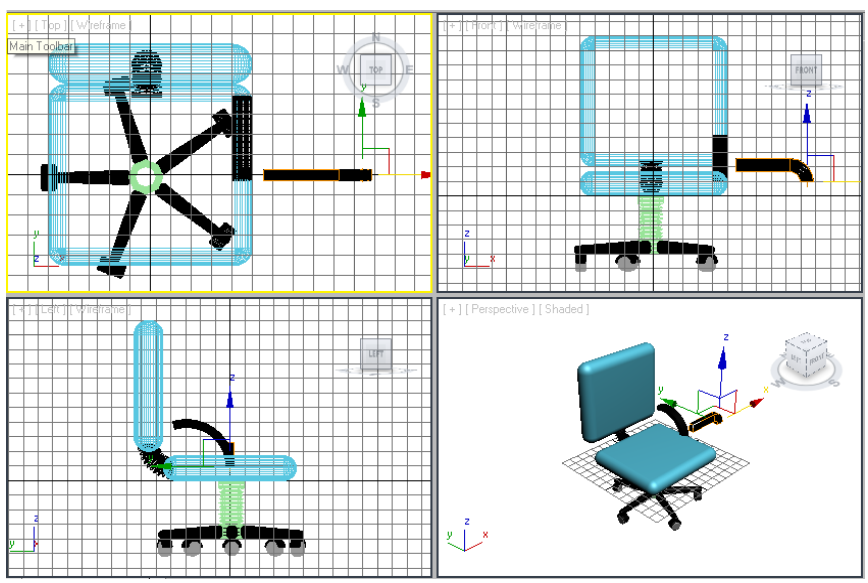

Figure 3-89 *The right hand support002 after modifying the values of the **Bend** modifier*
11. After entering the values, the *right hand support002* is modified, as shown in Figure 3-89.